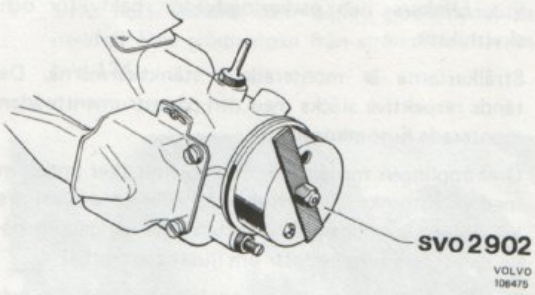

Bild 119. Lock för justering av varvtal
4. Starta motorn. Montera plastlocket, 2902, enligt bild 119 och justera ner varvtalet till 11,7–13,3 r/s (700–800 r/min) genom att föra plåten över hålet i plastlocket.